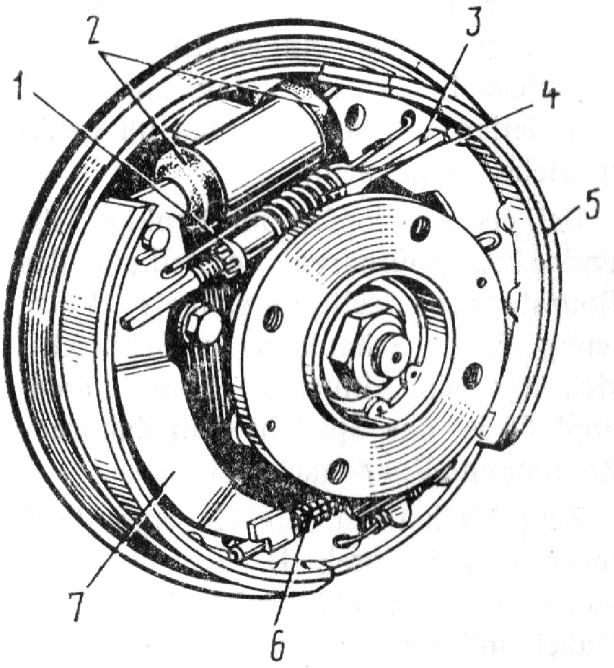
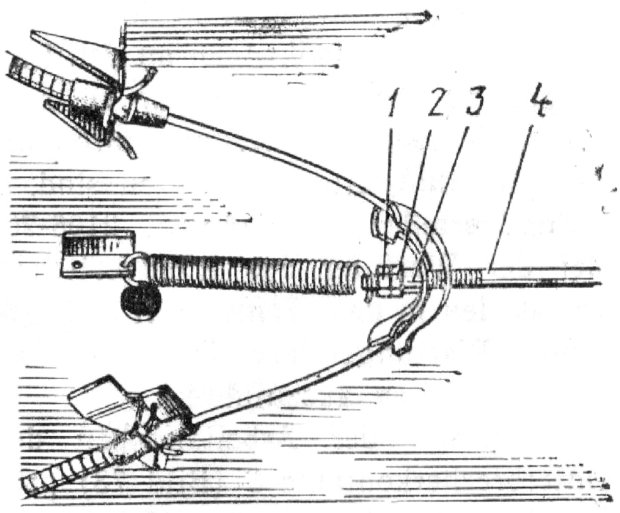
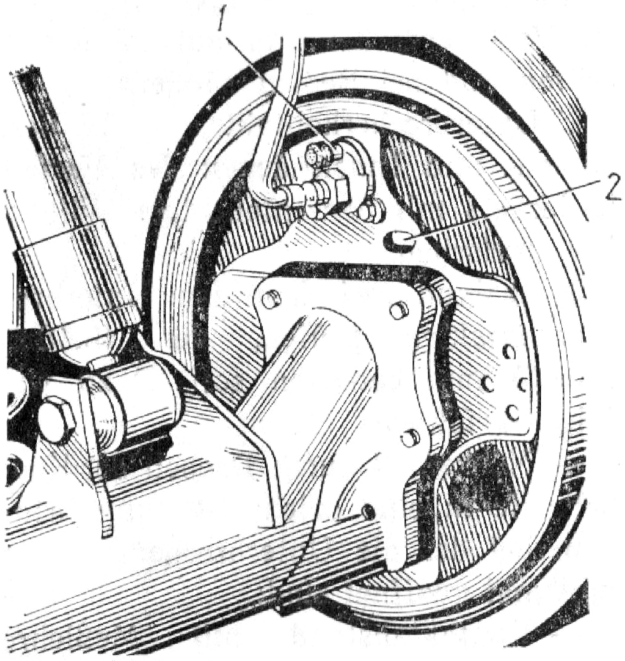

Bild 68. Bremstrommel für Hinterrad mit abgenommener Trommel:
Bild 69. Reguliereinheit der Feststellbremse:
Bild 70. Ansicht des Trommelbremsenschildes:
Bei der Durchsicht der Bremse hat man sich davon zu überzeugen, daß an den Teilen keine Leckflecken der Bremsflüssigkeit vorhanden sind und die Gummischutzkappen *2* (Bild 68) des Radzylinders keine Risse und Beschädigungen aufweisen.
2. Hinteres Seil lockern, dazu die Gegenmutter *1* (Bild 69) und die Einstellmutter *2* so weit lösen, daß zwischen der Einstellmutter und der Buchse *3* ein Spiel von 5 ... 10 mm gebildet wird.
3. Bei aufgebockten Hinterrädern des Kraftwagens nach Ausbau des Gummistopfens der Bohrung *2* (Bild 70) in dem Trommelbremsenschild über diese Bohrung mit einem Schraubenzieher die Einstellzahnmutter *1* (s. Bild 68) der Spreizleiste im Uhrzeigersinn (in Richtung der Vor-
7. Durch Drehen der Einstellmutter *2* (s. Bild 69) das hintere Seil so lange spannen, bis die Räder dermaßen abgebremst sind, daß sie sich schwer mit den Händen durchdrehen lassen.
9. Gegenmutter *1* anziehen, Gummistopfen in die Bohrungen *2* (s. Bild 70) der Bremsschilder einsetzen und prüfen, ob die Einstellung ausgeführt ist. Der Weg des Handbremshebels soll nicht mehr als 5 Zähne der Sperreinrichtung betragen. Bei in die untere Endstellung gebrachtem Handbremshebel sollen sich die Räder frei drehen lassen.
Den Gewindeteil des Endstückes *4* (s. Bild 69) und der Spreizleiste *3* (s. Bild 68) ist es ratsam mit Fett zu schmieren (s. Tab. 2), um bei den folgenden Einstellungen eine leichte Drehung der Muttern zu sichern.